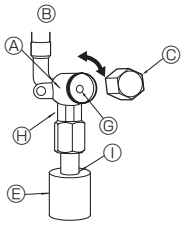
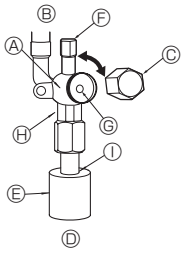

Fig. 4-5
Fig. 4-6
(1) Gas side (Fig. 4-5)
① Remove the cap and turn the valve rod counterclockwise as far as it will go with the use of a 4 mm hexagonal wrench. Stop turning when it hits the stopper. (ø15.88, 5/8 inch: Approximately 11 revolutions)
② Make sure that the stop valve is open completely and rotate the cap back to its original position.
(2) Liquid side (Fig. 4-6)
① Remove the cap and turn the valve rod counterclockwise as far as it will go with the use of a 4 mm hexagonal wrench. Stop turning when it hits the stopper. (ø6.35, 1/4 inch: Approximately 4.5 revolutions) (ø9.52, 3/8 inch: Approximately 10 revolutions)